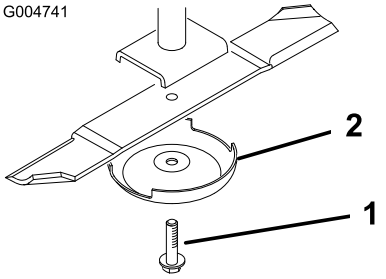

Bild 138
4. Halten Sie das Ende des Messers mit einem dicken Handschuh oder Tuch fest und entfernen Sie die Messerschraube, Antiskalpierkuppe und das Messer von der Spindelwelle (Bild 138).